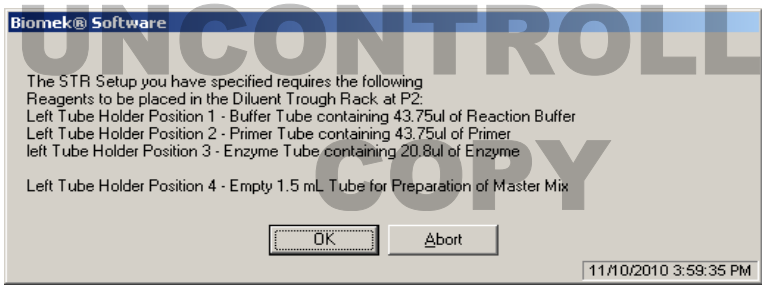

Figure 16. Tube and reagent positions in the tube rack.
5.4.18 The next prompt will indicate in what positions in the left side of the tube holder the reagent tubes belong as shown in Figure 16. Once the reagent tubes and empty tube are loaded into the rack, click OK. Ensure that each of the reagent tubes contains at least the volume indicated in the prompt, which will vary depending on the number of samples for that specific plate of samples. If manually preparing the mastermix this prompt will indicate in what position the tube of mastermix belongs. Position 1 is the rearmost position and Position 4 is the most forward position.